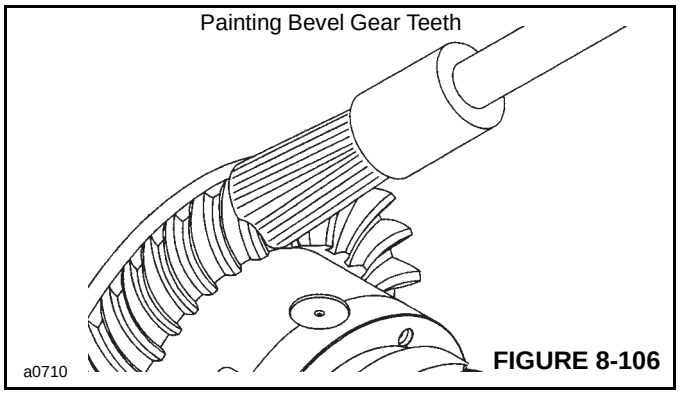

FIGURE 8-106
14. To test the tooth contact of the pinion with the bevel gear, paint the teeth of the bevel gear with red lead paint (Figure 8-106). The test should always be performed on both sides of the bevel gear teeth.